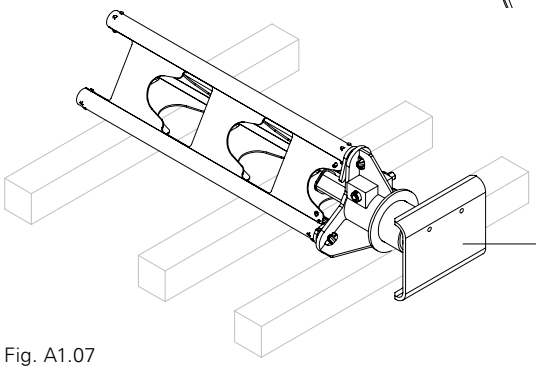

Fig. A1.07
1. Mount on bottom prop section using the chord couplings. (Fig. A1.07)